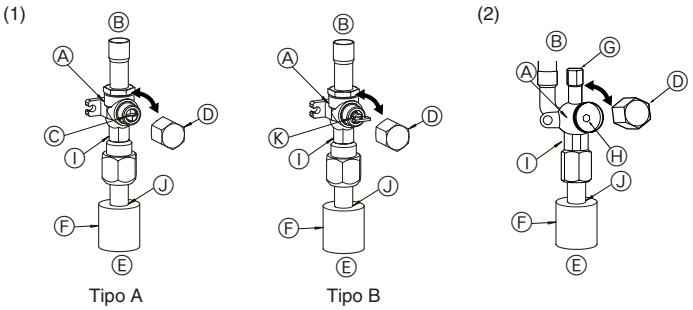

Fig. 4-5 **Fig. 4-6**
(1) Lado del gas de P100-P140 (Fig. 4-5)